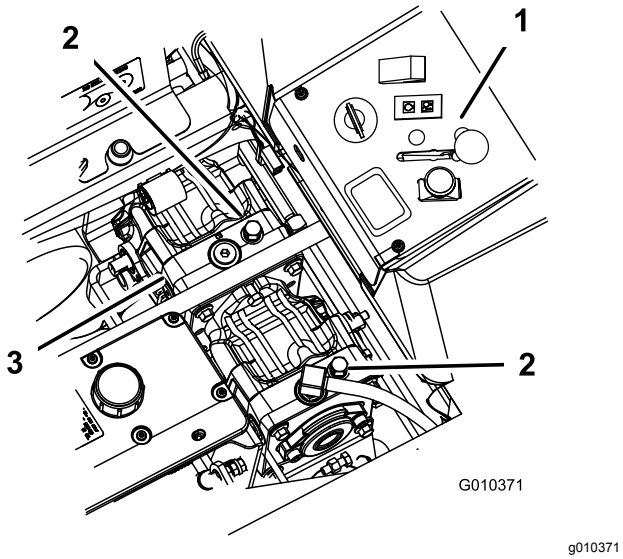

Figur 33
2. Drei omløpsventilene mot klokken, én omdreining for å skyve (Figur 33).
Drei omløpsventilene med klokken én gang for å bruke maskinen (Figur 33).